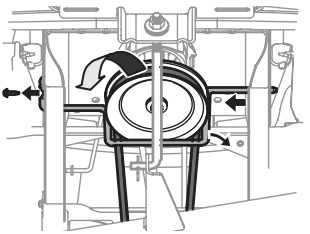

Fig. 42
5. Retirez le boulon fixant la tige de retenue de la poulie du moteur au châssis (Fig. 42).